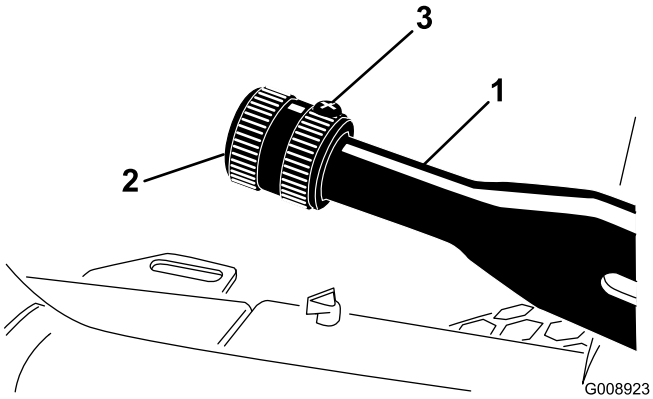

Figuur 54
1. Draai de stelschroef los waarmee de knop is bevestigd aan de parkeerremhendel (Figuur 54).